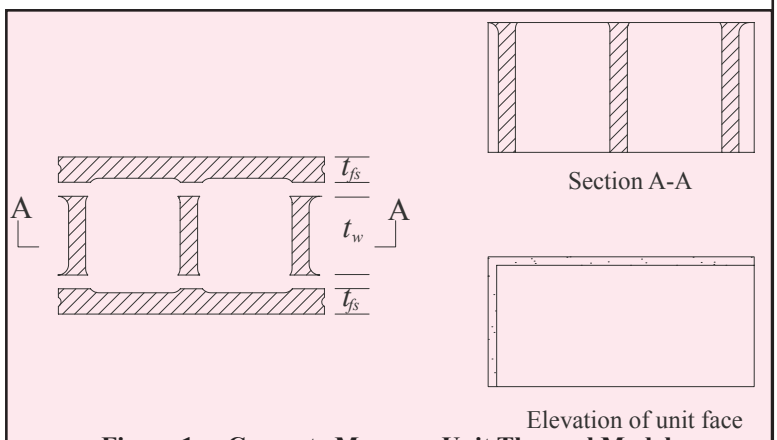

Figure 1— Concrete Masonry Unit Thermal Model
The series-parallel calculation method is recommended (refs. 1, 5) for estimating R-values of concrete masonry walls. This calculation treats the block as a series of thermal layers, as illustrated in Figure 1. The face shells form continuous outer layers, which are in series with the layer containing webs and cores. The total R-value, R_T, of the block is the sum of the R-values of each layer, as outlined below. An example illustrating use of the equation is provided on the following page Note: When the core is partially filled (i.e. when using insulation inserts), the core is divided into multiple layers.
Total face area of one unit and mortar joints (see Figure 1 elevation),
Figure 1. By comparing the average installation costs, expected life cycle of the product with any future maintenance costs, the concrete Fence provided the best value.
- **Cost:** A lower total cost when compared to other concrete fencing options. See Figure 1 for a cost comparison between different 8 ft (2.4 m) fencing options.